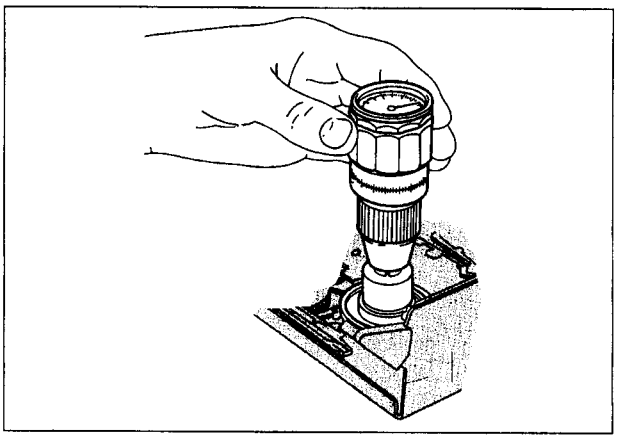

Abb. M18
• So lange weiterdrehen, bis die Anzeige am Drehmomentmesser sich stabilisiert hat (siehe Abb. M18).